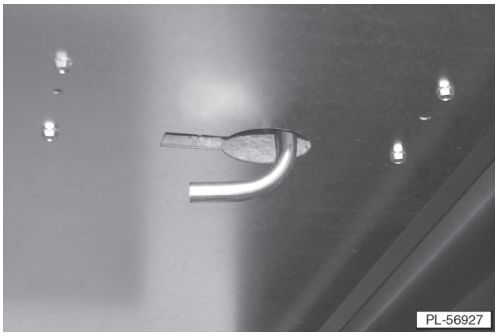

Fig. 11
1. Connect 1/2 inch I.D. plastic tubing with a suitable hose clamp to the overflow outlet located on the underside of the display case (Fig. 11).